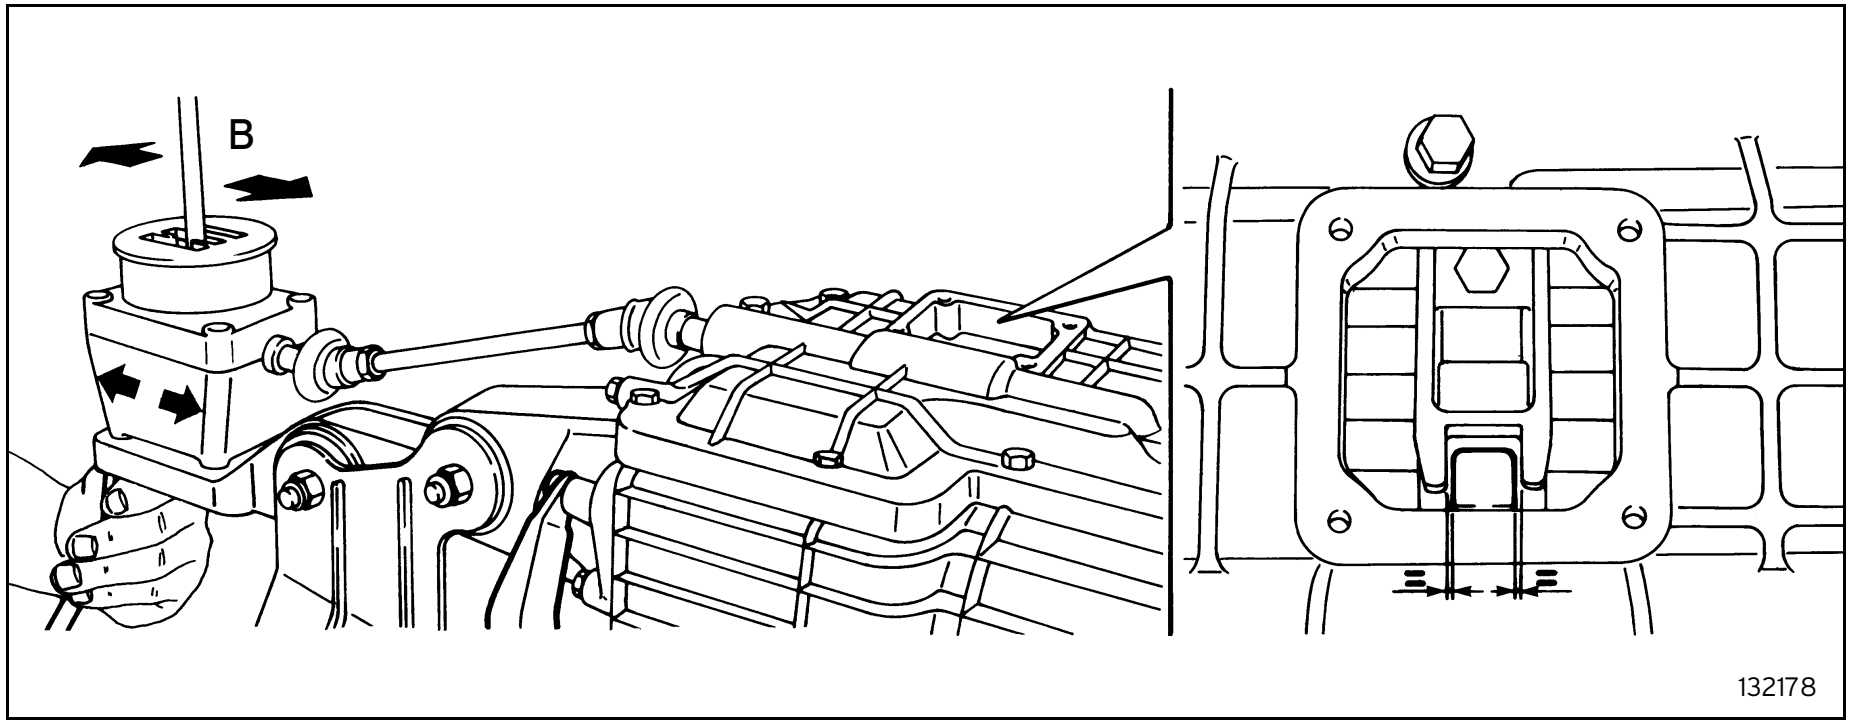

Fig. 79
- adjust the shift lever housing so that, with the control lever perfectly centred lengthways (movement B) the ratchet control block is axially centred to the ratchets, then tighten the securing screws to the specified torque (figure 79);